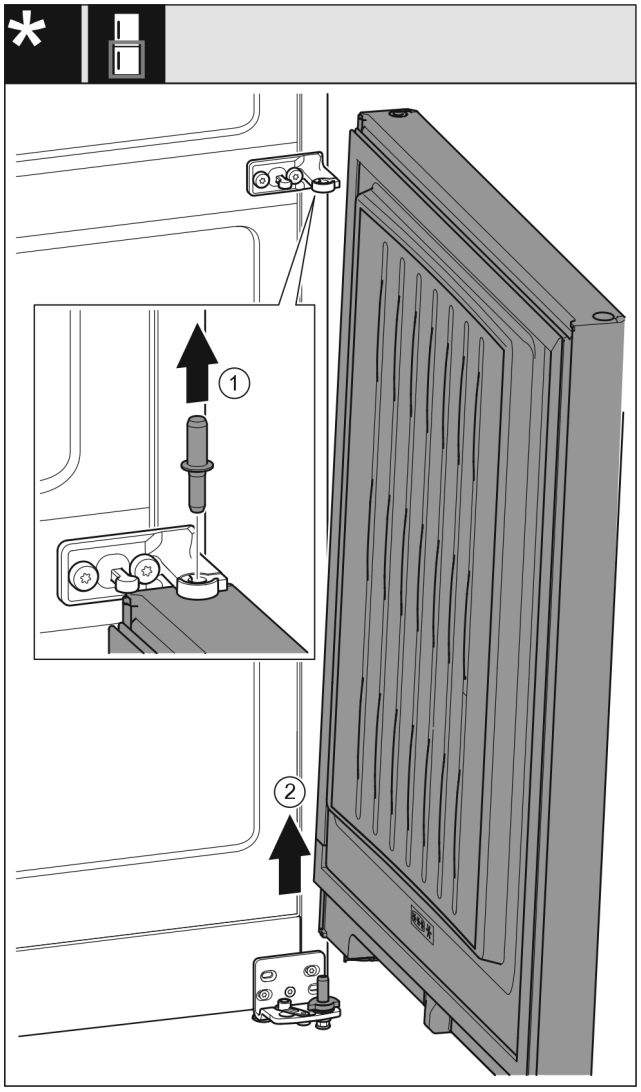

Fig. 31 Bez tlumiče zavírání*
▶ Čep *Fig. 31 (1)* vytáhněte nahoru.*
▶ Dveře *Fig. 31 (2)* kýváním vysaďte a odložte stranou.*